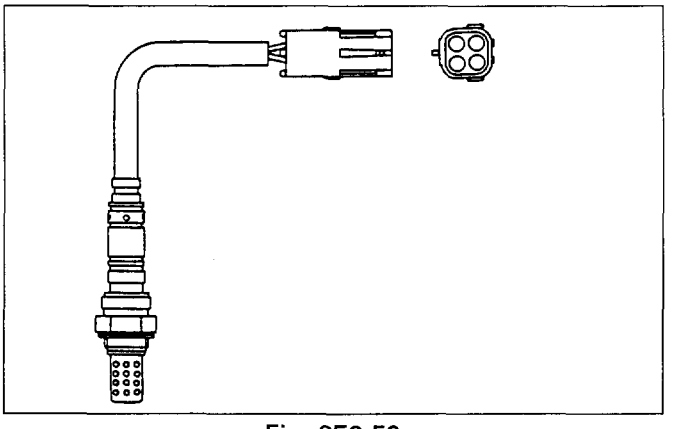

Fig. 6E2-52
Throttle Position (TP) Sensor (Fig. 6E2-53)